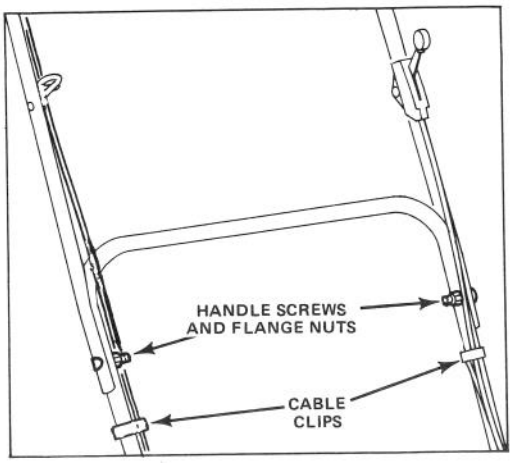

Figure 2
2. UPPER HANDLE (Fig. 2) – Secure upper and lower handles in place with handle screws and flange nuts. Control cables must be in front of lower handle cross member. Secure control cables in position with cable clips.